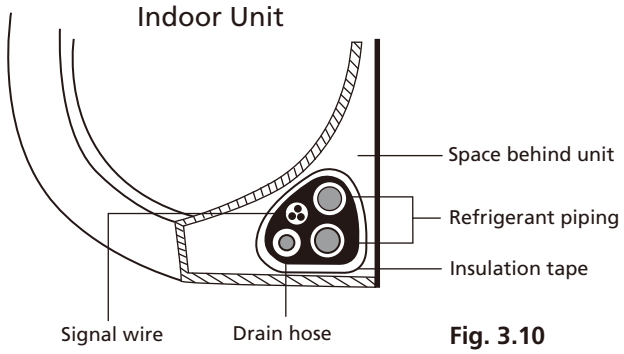

Fig. 3.10
2. **Befestigen Sie den Ablassschlauch mit Klebeband auf der Unterseite der Kältemittelrohre.3. Wickeln Sie den Signaldraht, die Kältemittelrohre und den Abflussschlauch mit Isolierband fest zusammen. Überprüfen Sie, ob alle Artikel gemäß Abb. 3.10 gebündelt sind.**